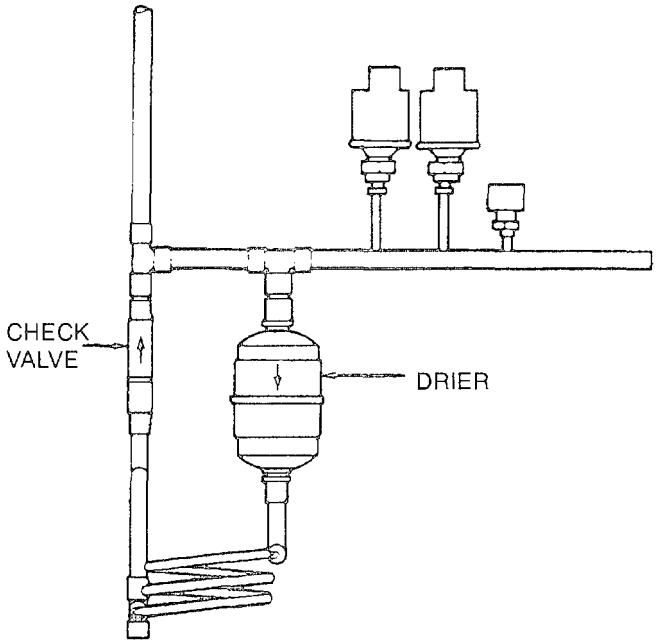

Figure 5-7. Check Valve
(2) Purge system with nitrogen and debraze the tubing at the check valve. See Figure 5-7 and para 5-6 and 5-7.
(3) Remove the check valve from the unit.